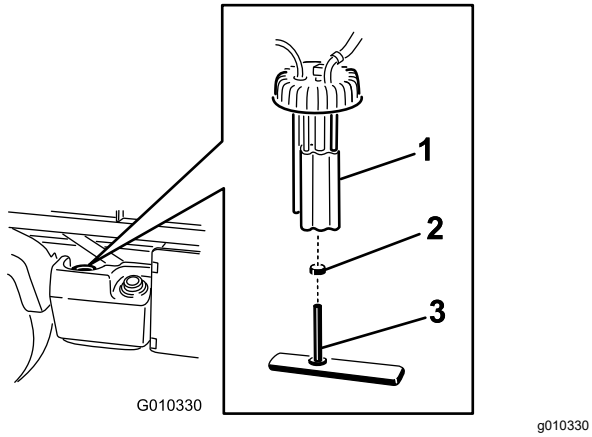

図 39
2. 燃料ポンプからワイヤハーネスのコネクタを外す図 39。
3. ホースのクランプをゆるめ、燃料ポンプキャップから燃料ラインを外す図 39。
4. 燃料タンクの上部から燃料ポンプのキャップを外す図 39。
5. タンクから、燃料ポンプアセンブリと燃料フィルタを外す図 39。
7. フィッティングからホースを取り外す図 39。